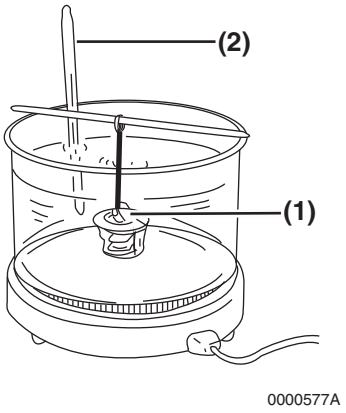

Figure 8-7
1. Check for proper operation of the thermostat. Place the thermostat **(Figure 8-7, (1))** and an accurate thermometer **(Figure 8-7, (2))** in warm water.